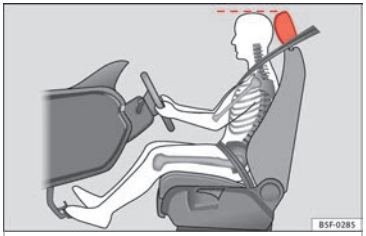

Fig. 47 Correct head restraint position for the driver.
– Adjust the head restraint so that its upper edge is at the same level as the top of your head, or as close as possible to the same level as the top of your head ››› **Fig. 47**.